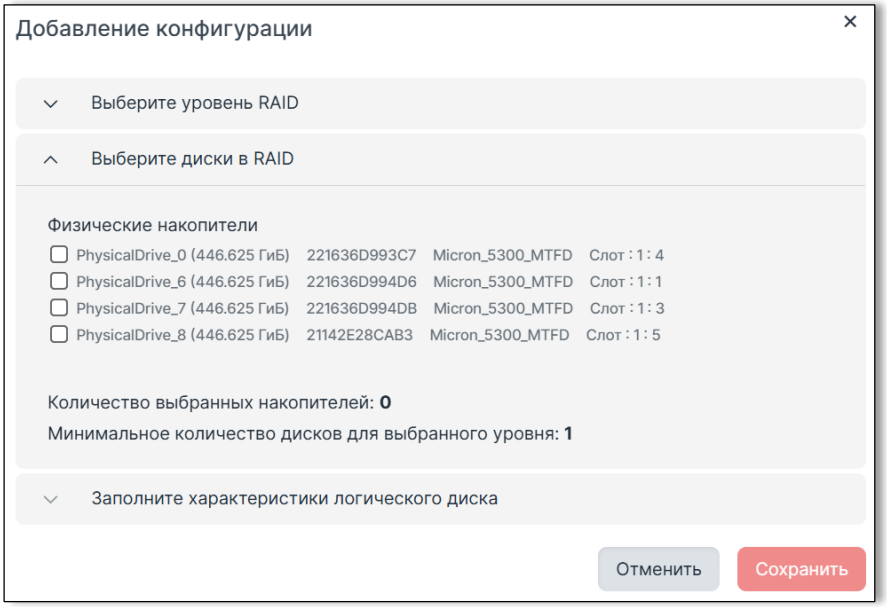

Рисунок 51. Выбор дисков в RAIDx для массива
3. Отметьте физические накопители, которые войдут в массив (Рисунок 51).